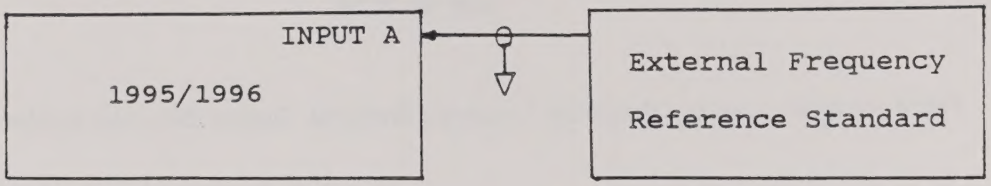

Figure 1.1
1) Connect equipment as shown in Figure 1.1